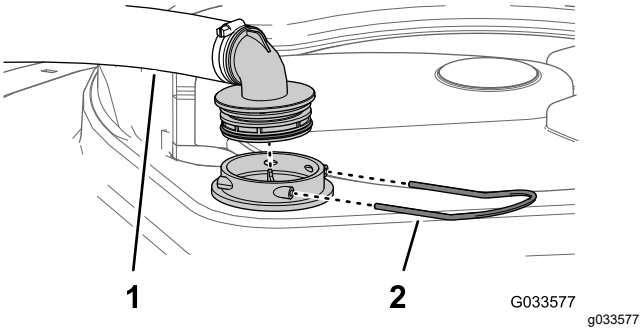

Figur 55
2. Ta bort hållaren som fäster slangnippeln på den stora slangen och filterkåpan på tankens ovansida (Figur 55).
3. Ta bort slangen och slangnippeln från filterkåpan (Figur 55).